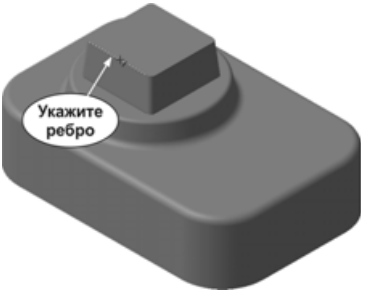

Рис. 4.17
- Система перейдет в режим редактирования соответствующей операции. Укажите любое ребро вершины пирамиды (рис. 4.17).